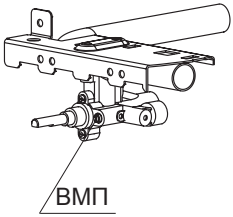

рис. 19
19.3. Настройка регулируемых ВМП горелок стола и духовки (рис. 19).